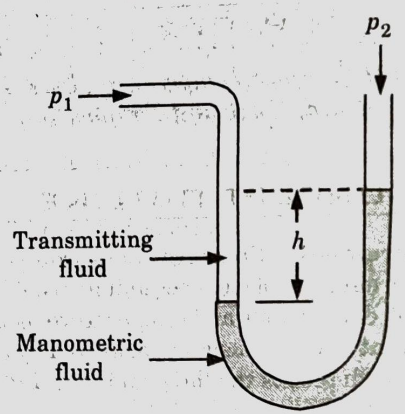

Fig. 4.7.1. *U*-tube manometer.
1. The *U*-tube manometer shown in Fig. 4.7.1 may be used for measurement of liquid or gas pressure.